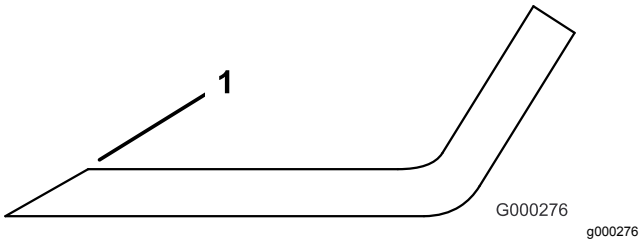

Figur 104
3. Undersøg alle skæreknivenes skær og slib skærene, hvis de er sløve eller hakkede (Figur 104).
Bemærk: Slib kun toppen af skæret, og bevar den oprindelige klippevinkel for at sikre skarpheden (Figur 104). Skærekniven bevarer balancen, hvis der fjernes samme mængde metal på begge skær.